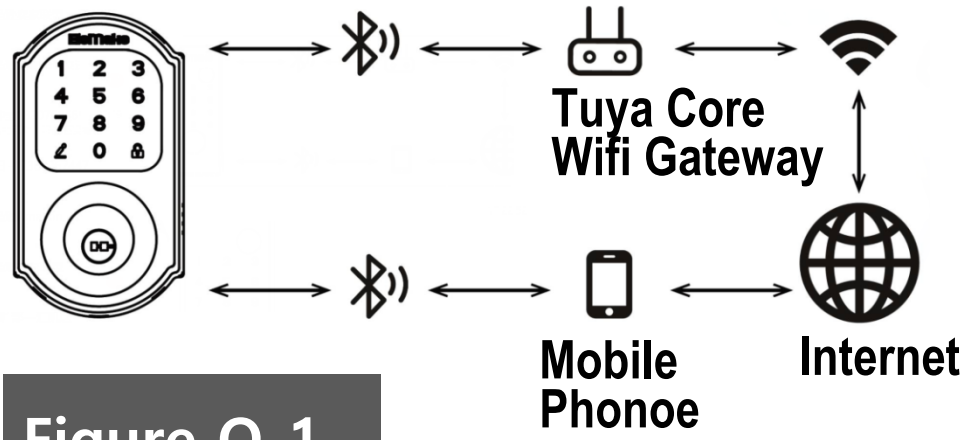
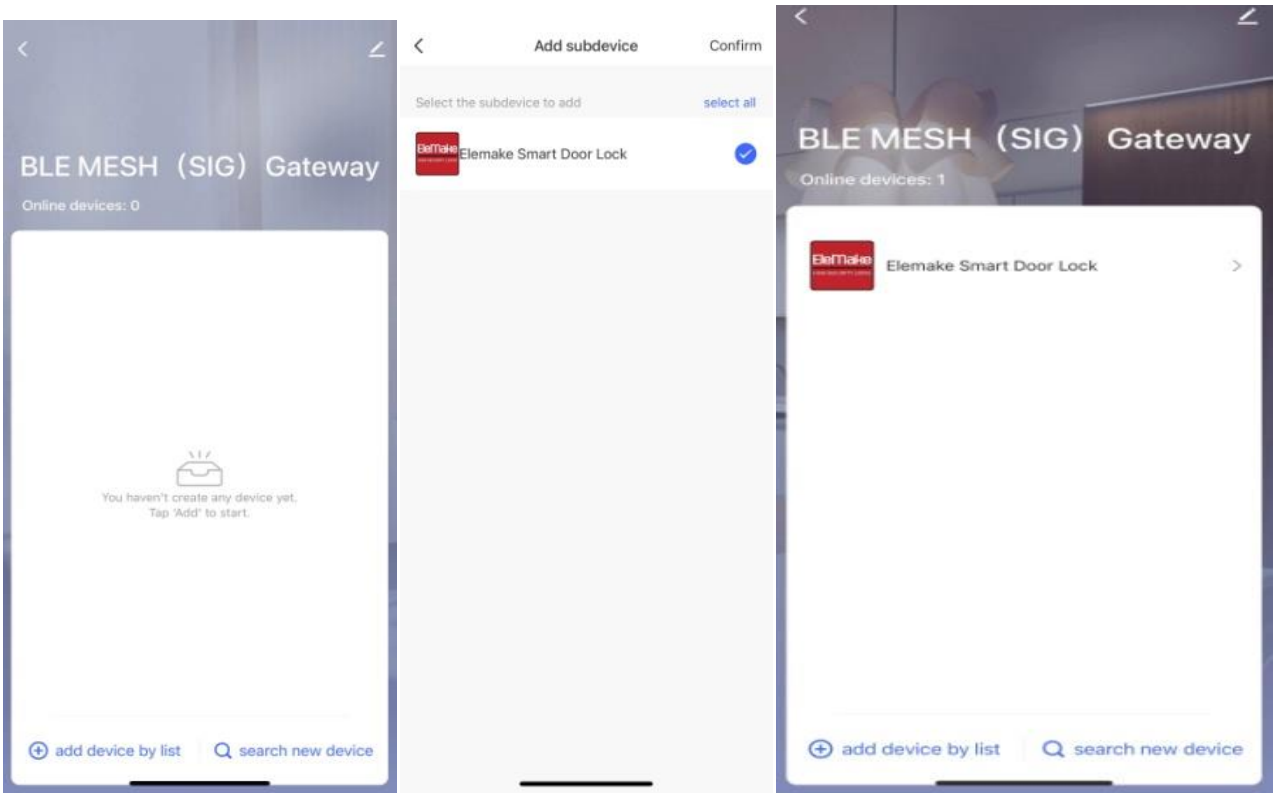

Figure O-1
Figure O-2
4.3 Connect WIFI (Optional) (See **Figure O-1, Figure O-2**)
(a)Elemake Internet Wireless Communication Diagram(See **Figure O-1)**
(b) Setup the Tuya Wifi gateway. (optional)(any wifi gateway with Tuya gateway IC) --If user want to use the internet functions. (See **Figure O-2)**